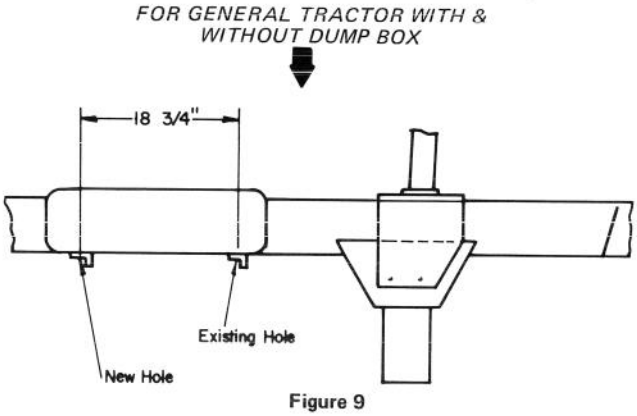

Figure 9
13. For a bare tractor, or one with a dump box, drill a 17/32" hole in the frame at the location shown in Figure 9. Attach the rear support to this hole, and the front support to the hole previously used for the rear support. Attach the tool box with the existing fasteners.